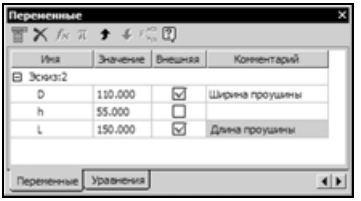

Рис. 5.155
- Нажмите кнопку **Переменные** f(x). Присвойте переменным D и L статус внешних и введите комментарии к ним (рис. 5.155). Не закрывайте текущее окно.